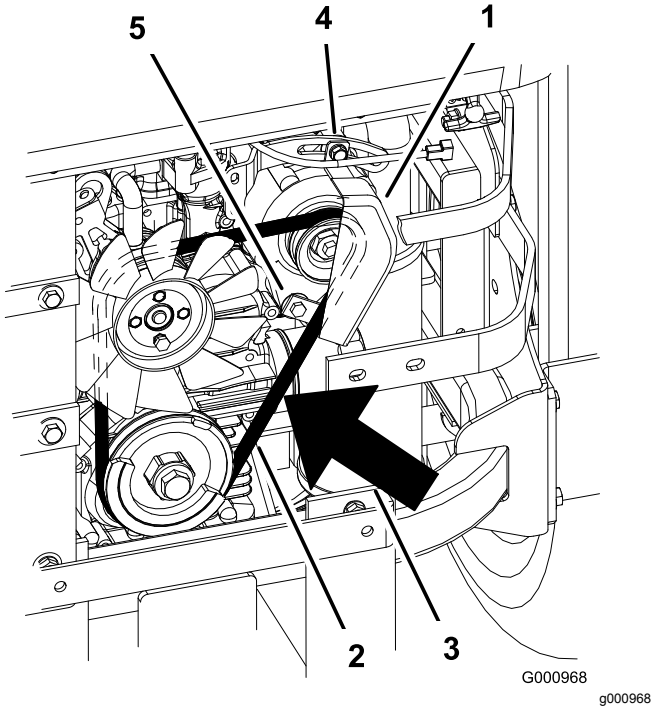

**Figuur 95**
2. Beweeg de wisselstroomdynamo naar buiten totdat de riem tussen de motor en de poelies van de wisselstroomdynamo een speling van 7 tot 9 mm heeft als deze wordt ingedrukt met een kracht van 10 kg (Figuur 95).
5. Als de speling correct is, draait u de onderste en bovenste bout vast (Figuur 95).